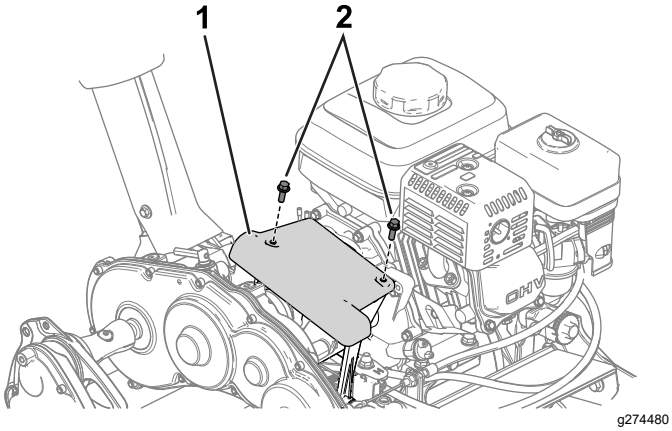

**Figure 29**
1. Déposez le couvercle d'embrayage pour accéder au disque de friction et au plateau de pression (Figure 29).